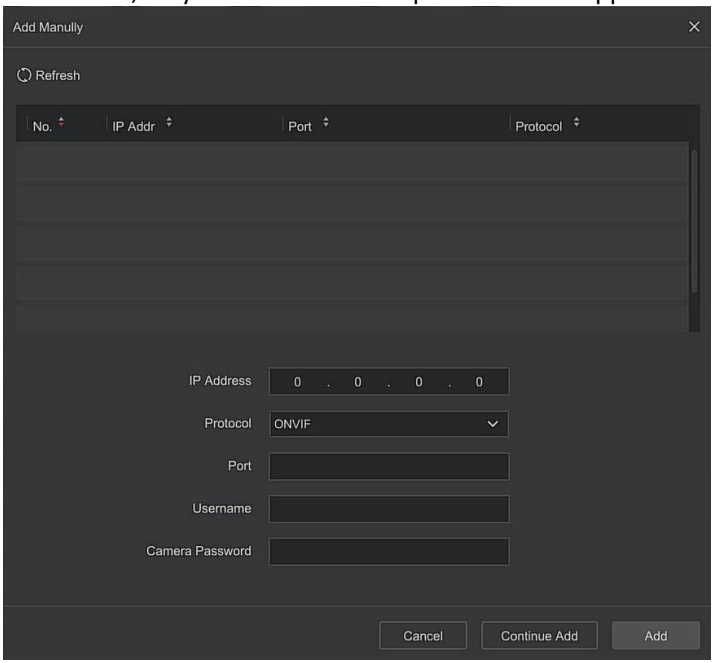

Figure 5-33
- **Manual Add:** Click to enter the "Channel Setup" interface. You can close the channel, switch, modify the protocol, switch the preview code stream or manually enter the device related information to add the device, as shown in Figure 5-33.here are two methods of manually